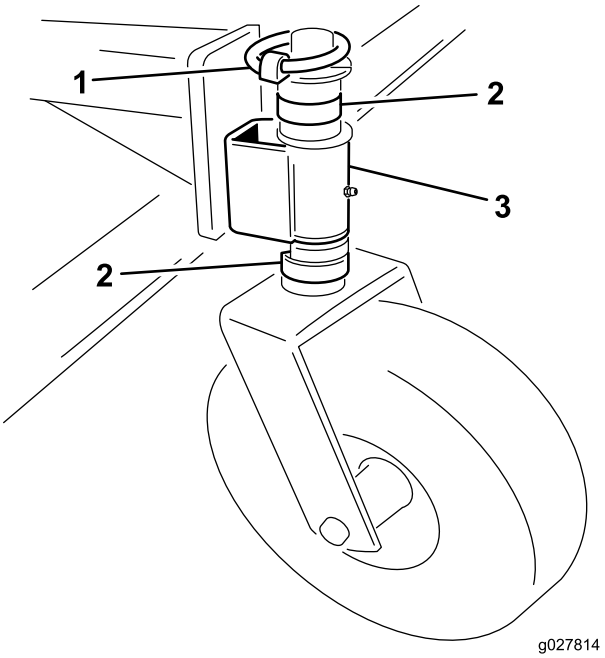

Figuur 6
1. Verwijder de gaffelpen van de spilas (Figuur 6).